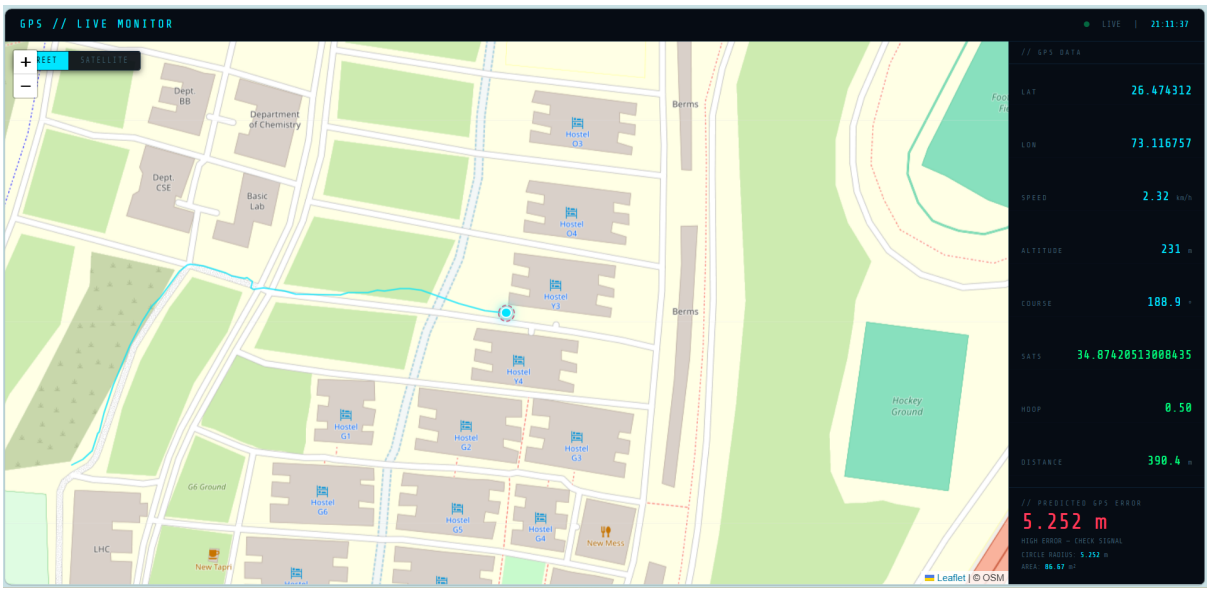

Figure 4: Web dashboard: Leaflet map with soldier marker (blue), error circle (green/yellow/red), track polyline, and real-time telemetry panel.
Figure 4 shows the live dashboard displaying a tracked route with the coloured error circle and telemetry panel.
4. On your PC, open a web browser and navigate to `http://<raspberry_pi_ip>:5000`. The live dashboard (Fig. 4) will appear.